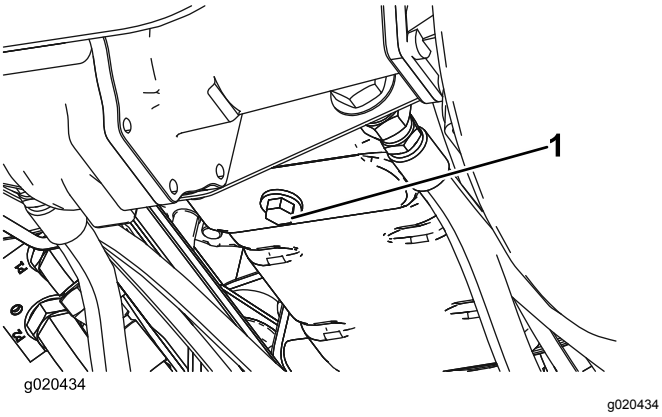

Figur 74
1. Fjern tappepluggen (Figur 74) og la oljen renne ut i et tappefat. Når all oljen er tappet ut, setter du tappepluggen på igjen.